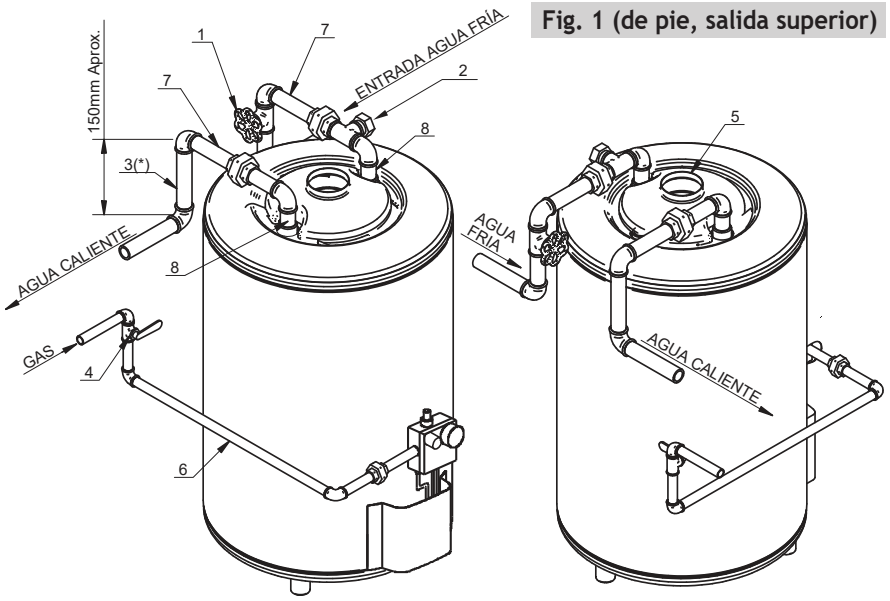

Fig. 1 (de pie, salida superior)
Las conexiones del agua fría y caliente deben realizarse de acuerdo con el Esquema de Instalación (Fig. 1).
- Verifique que el tubo de bajada y su guarnición de goma estén colocados en la brida destinada a la entrada de agua fría (Fig. 1).